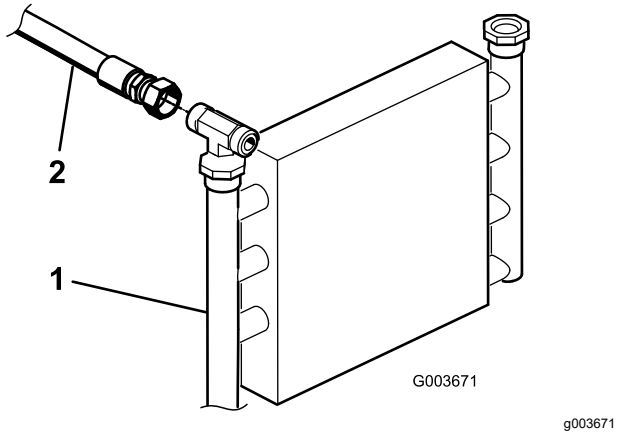
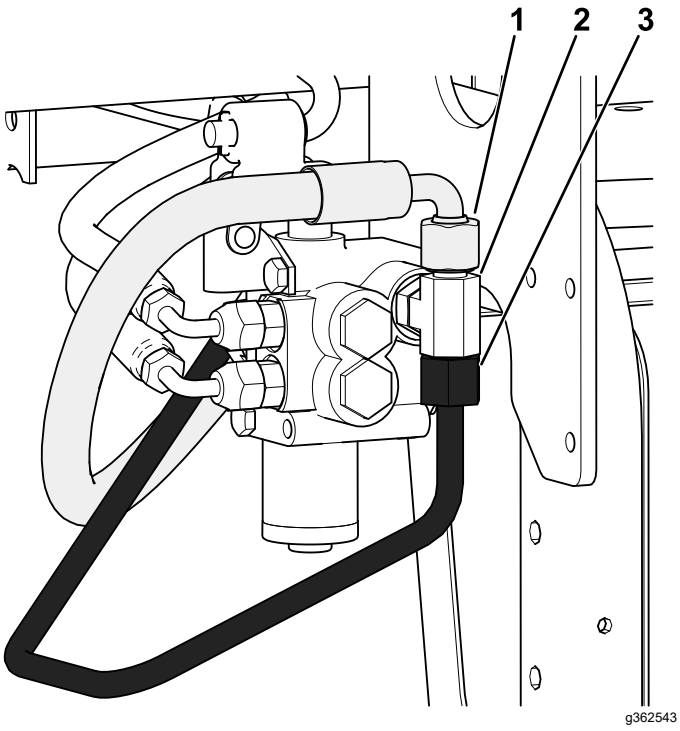

Figura 4
Figura 6
1. Localice el tubo hidráulico que va desde el enfriador de aceite a la válvula de elevación existente (Figura 4).
3. Desconecte y retire el tubo hidráulico del enfriador de aceite y de la válvula de elevación (Figura 4 y Figura 6).
C. Desconecte la manguera hidráulica (144-1367) del acoplamiento en T (340-94), como se muestra en la Figura 6.